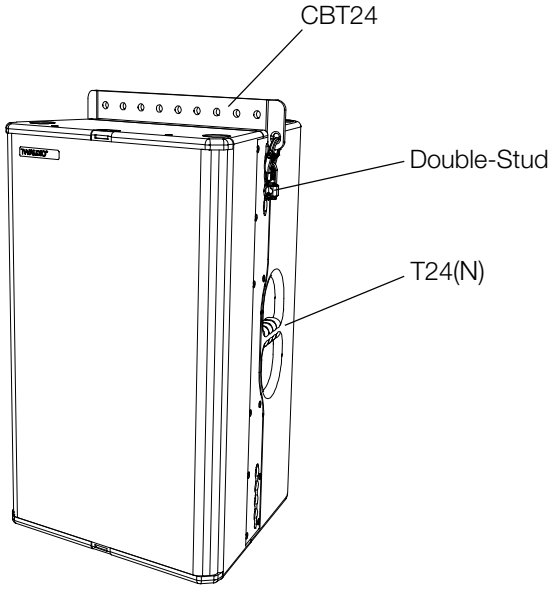

Abbildung 4.5 - Montage CBT24 Aufhängeschiene an T24(N) Lautsprecher
Befestigen Sie die CBT24 Aufhängeschiene am T24(N) Lautsprecher bzw. bei einer Array-Anwendung am obersten T24(N) Lautsprecher, wie in Abbildung 4.5 dargestellt.